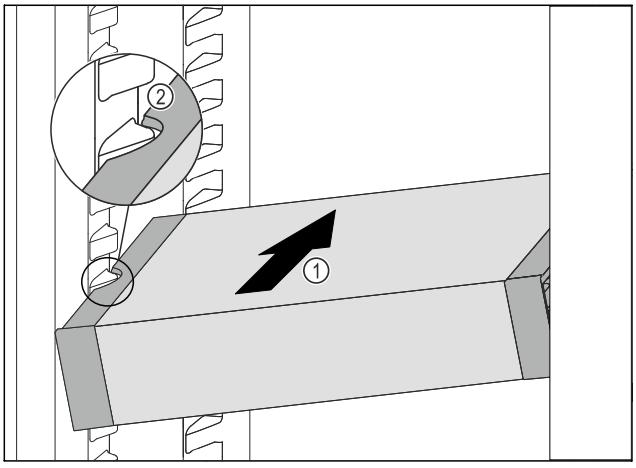

Fig. 139
▶ Insérer le VarioSafe en biais dans la partie réfrigérateur *Fig. 139 (1)* jusqu'à ce que les encoches latérales *Fig. 139 (2)* du VarioSafe se trouvent à la hauteur de la nervure du bac dans la partie réfrigérateur.